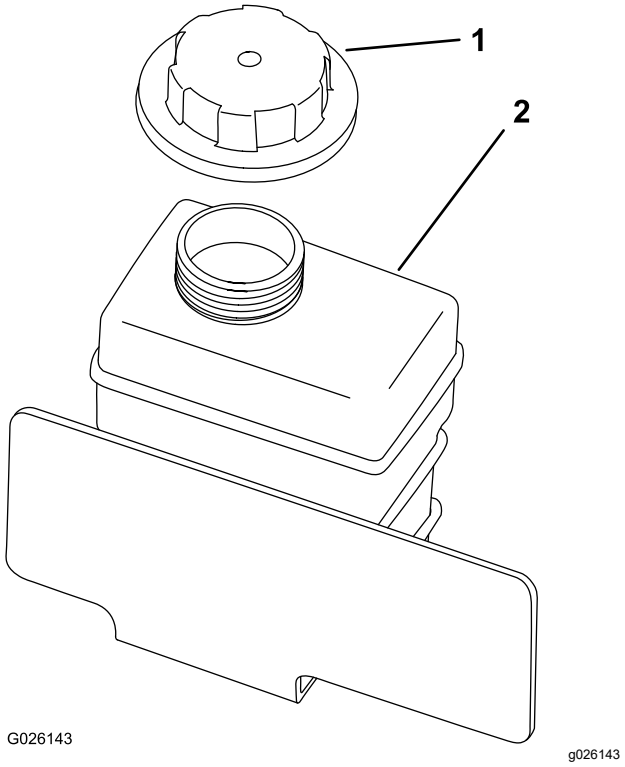

**Figura 55**
8. Llene lentamente el depósito auxiliar de refrigerante hasta que el nivel llegue al borde inferior del cuello de llenado (Figura 55).
9. Instale el tapón del depósito auxiliar (Figura 55).